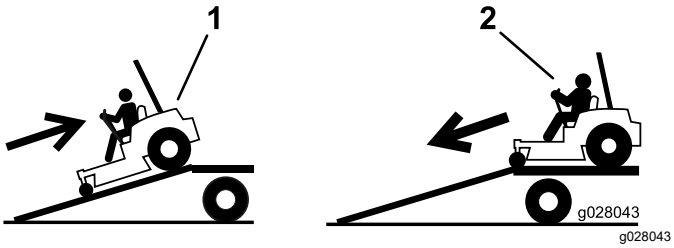

Figuur 40
4. Rij de machine achteruit op de oprijplaat (Figuur 40).
2. Rij de machine vooruit de oprijplaat af (Figuur 40).